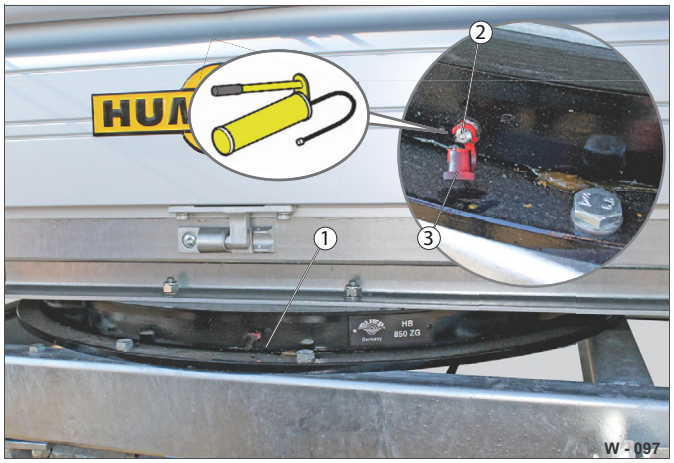

Abb. 55 Místa mazání otočného věnce
▶ Namažte otočný věnec pomocí mazacího lisu na maznicích kolem otočného věnce (Abb. 55/1).